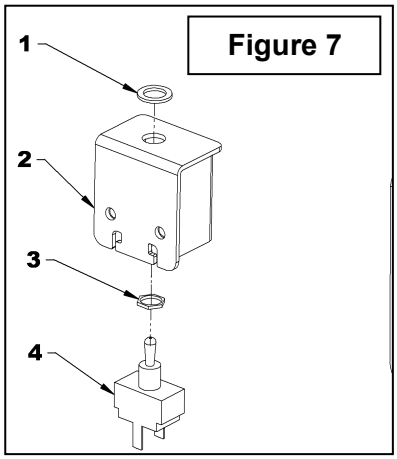

Figure 7
8. **Figure 7:** Insérer l'interrupteur (item 4) dans le boîtier (item 2) et fixer avec les deux écrous fournis (items 1-3) dans l'ordre illustré. Installer le capuchon sur l'interrupteur.
10. Fixer le connecteur instantané (item 22, section pièces) sur la source d'alimentation choisie et amener le fil rouge au connecteur instantané en coupant le surplus si nécessaire. Fixer en place en abaissant la lame de métal du connecteur.